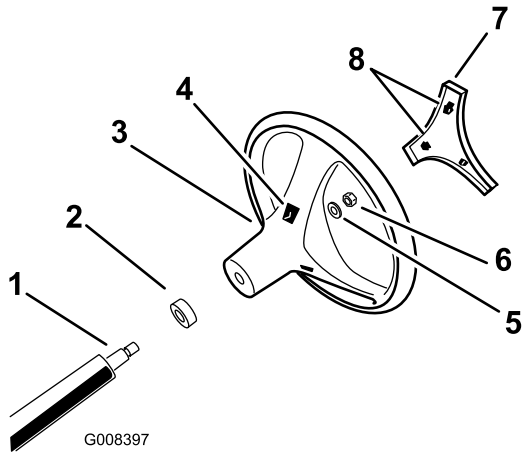

Figur 3
1. Utløs låsetappene til midtdekslet, og fjern dekslet fra rattet gjennom åpningene på baksiden av rattet (Figur 3).
2. Fjern låsemutteren og skiven fra rattstangen (Figur 3).
3. Innrett rattet på kilene til rattstammen (Figur 3).
4. Monter skiven og låsemutterens gjenger på rattstammen (Figur 3).
6. Innrett låsetappene på det midtre dekslet etter åpningene i rattet, og trykk dekslet inn i rattet til låsetappene klikker på plass (Figur 3).